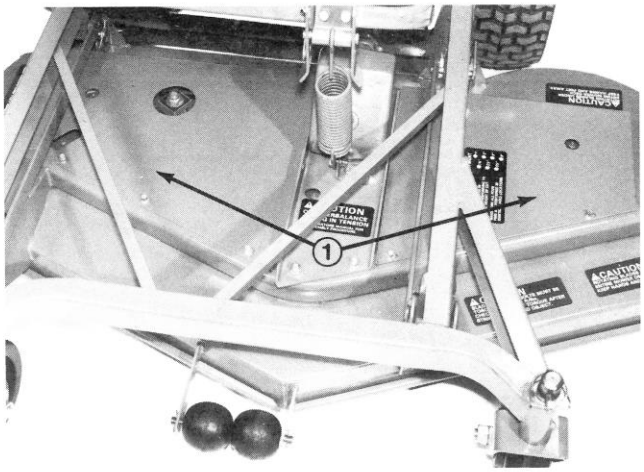

Figure 51
2. Remove capscrews and lockwashers securing left and right covers to top of cutting unit (Fig. 51).
8. Reinstall covers with capscrews and lockwashers (Fig. 51).
2. Remove capscrews and lockwashers securing right hand cover to top of cutting unit (Fig. 51).